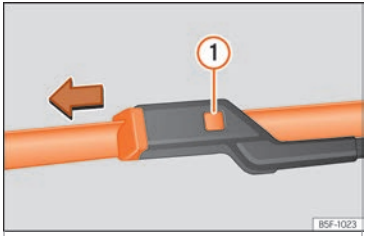

Abb. 48 Scheibenwischerblätter vorne auswechseln.
- Entriegelungstaste ››› Abb. 48 (1) gedrückt halten und gleichzeitig das Scheibenwischerblatt in Pfeilrichtung abziehen.